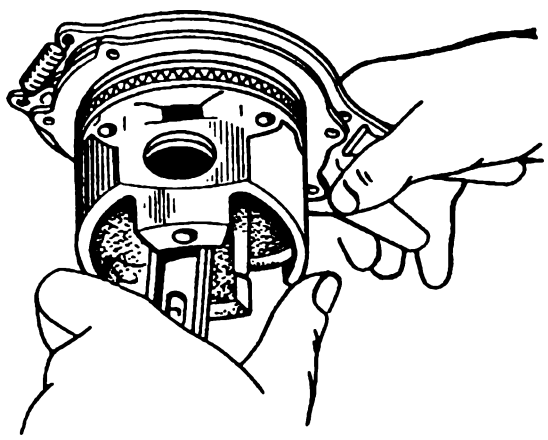

Рис. 54. Снятие поршневых колец
30. Снимите поршневые кольца съемником (рис. 54) и разложите их на стеллаже.